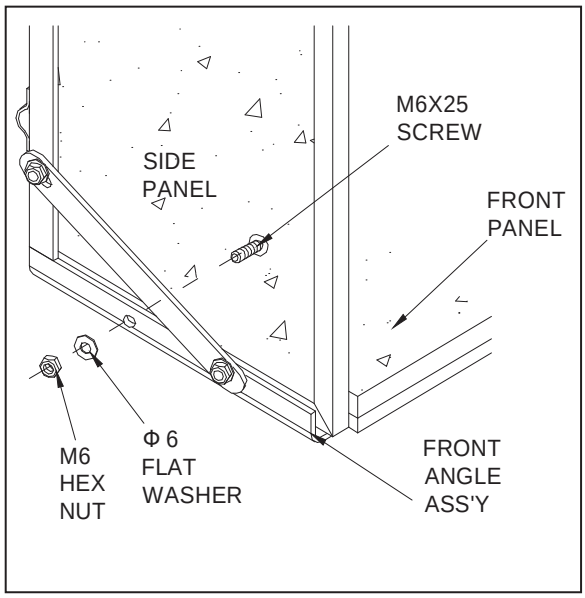

FIGURE 8
13. Assemble one M6X25 screw through bottom hole in side panel and front angle assembly. Secure with a flat washer and hex nut, **Only finger tighten at this time.** Repeat for the other side panel. See figure 8.